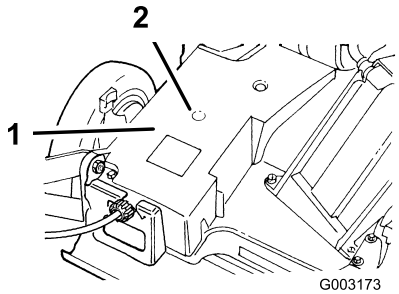

Figuur 25
2. Plaats de smeerspuit op de smeernippel via de opening van de drijfriemkap (Figuur 25).